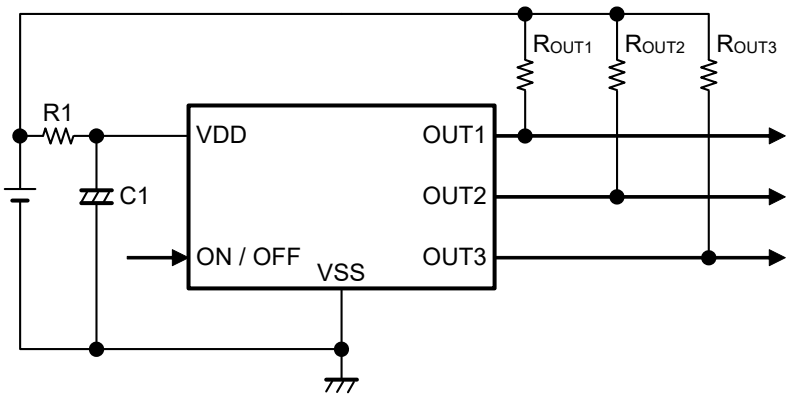

Figure 7
- In applications where a resistor is connected to the input (refer to **Figure 7** in "**■ Standard Circuit**"), the feed-through current which is generated when the output switches causes a voltage drop equal to feed-through current × input resistance. In this state, the feed-through current stops and its resultant voltage drop disappears, and the output switches. The feed-through current is then generated again, a voltage drop appears. Note that an oscillation may be generated for this reason.